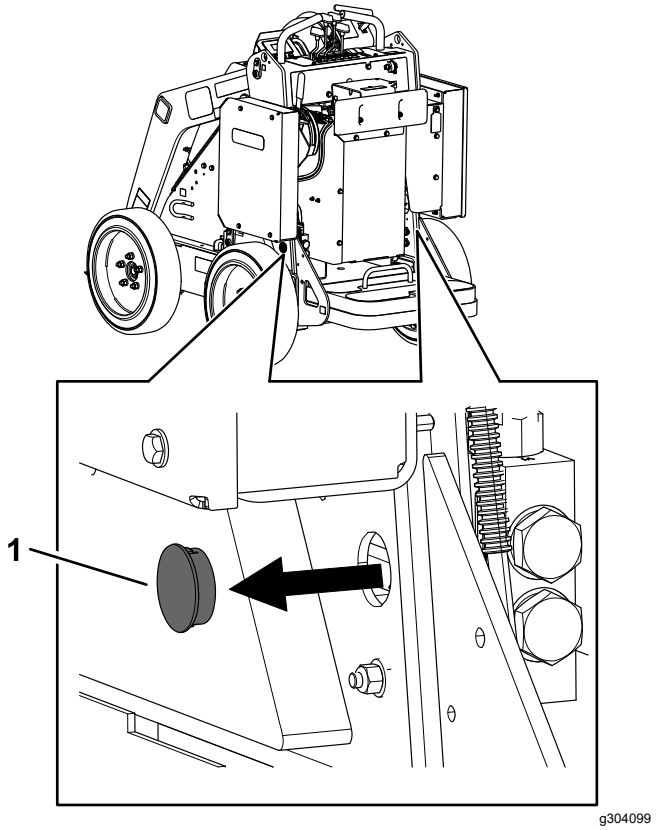

Figur 15
2. Tag proppen ud, der dækker hver trækventil (Figur 15).